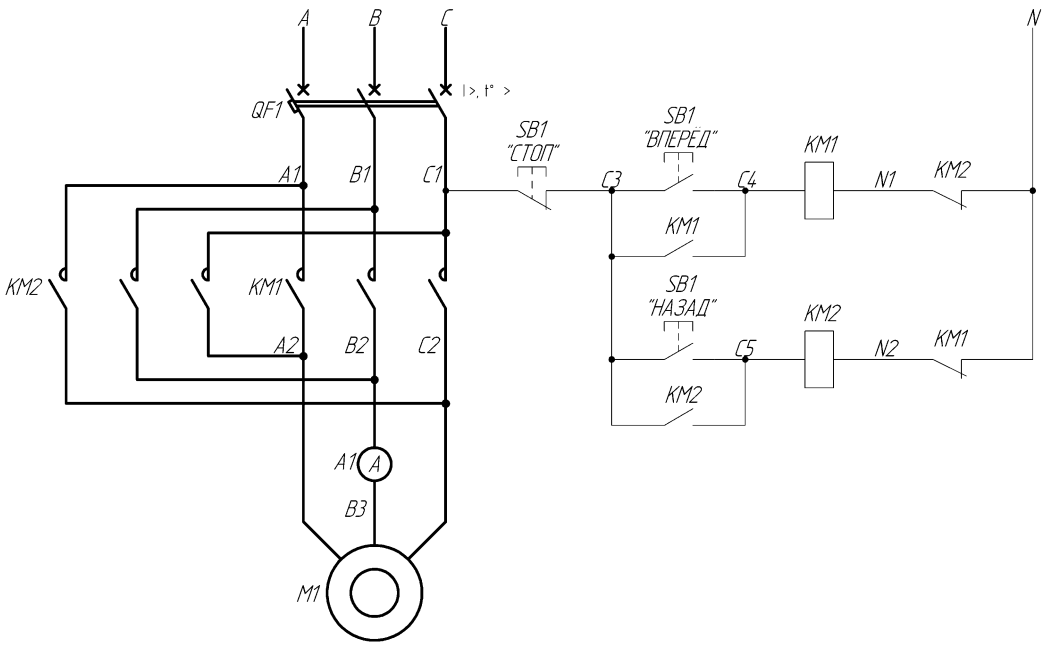

Рис. 3. Принципиальная схема управления реверсивным электроприводом
1. Соберите электрическую схему согласно рис. 3.
В работе исследуется реверсивный электропривод переменного тока на базе асинхронного электродвигателя. Для этого соберите схему, представленную на рис. 3.